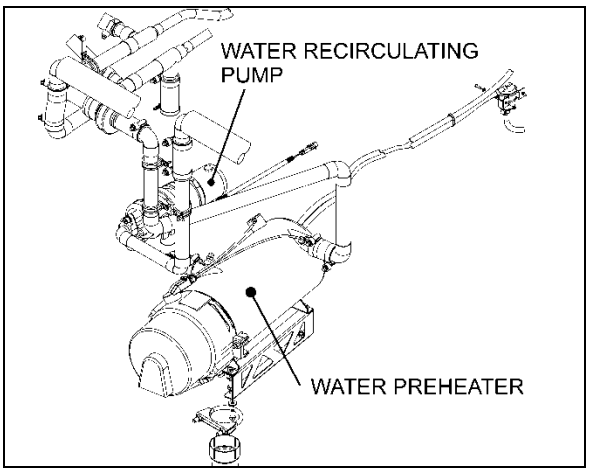

FIGURE 76: PUMP LOCATION – X3 SERIES (BIG A/C) 22331
- X3 Series - coolant preheater compartment (Figure 76)